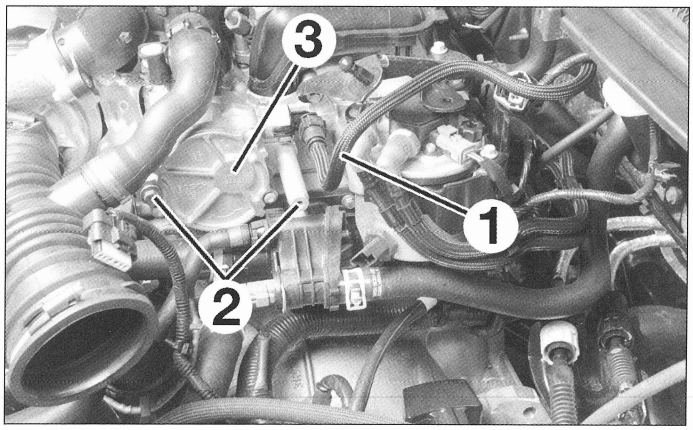

FIG. 25
• Desconectar el tubo de depresión de la bomba (1) **(fig. 25)**.
- los tornillos (2) de fijación de la bomba de vacío.
- la bomba de vacío (3).